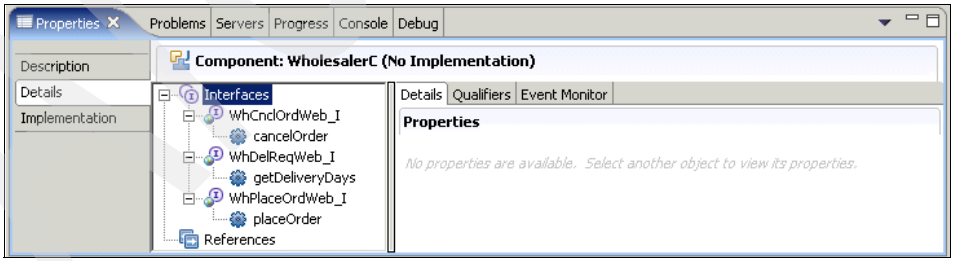

Figure D-4 WholesalerC Java component Properties page: Details tab
8. Repeat this process to add the interface for WhDelReqWeb_I and WhPlaceOrdWeb_I (Figure D-4).